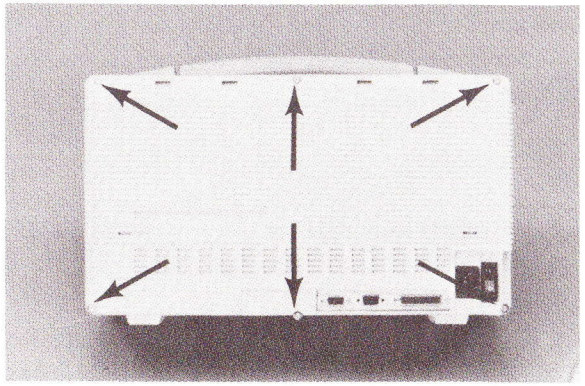

Abb. 6-1: Position der Halteschrauben
9. Entfernen Sie die sechs Schrauben und Beilagscheiben, mit denen die hintere Gehäuseabdekkung am Systemgehäuse befestigt ist (Abb. 6-1).